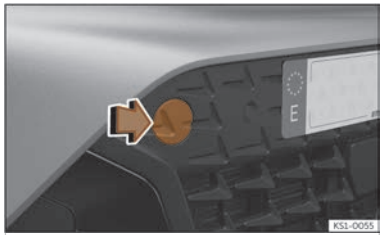

Fig. 185 Front bumper on right: remove the lid.
The housing of the removable towing eye is on the right side of the front bumper underneath a cover ››› **Fig. 185**.
2. Remove the cover by pressing down on its left-hand side and leave it hanging from the vehicle ››› Fig. 185.